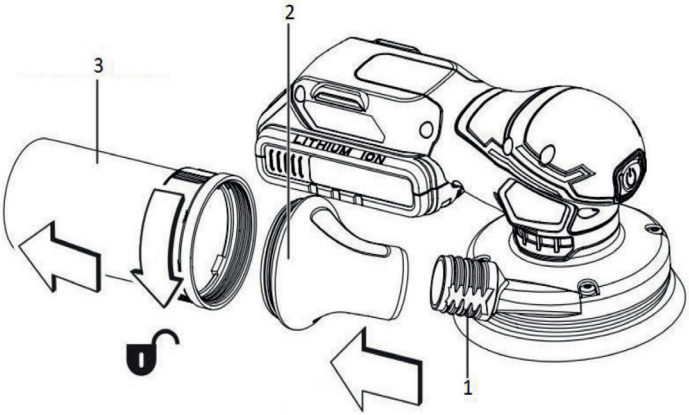

Рис. 4
Для использования комплектного пылесборника наденьте на патрубок 1 (рис. 4) переходной адаптер (2). На адаптер (2) накрутите фильтр-пылесборник (3):